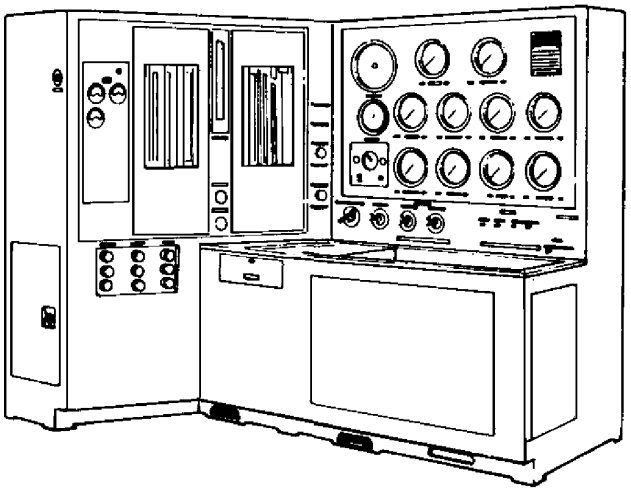

Figure 3. 6799206 or 6799866 Fuel Accessories Test Stand Assembly
a. Use 6799206 or 6799866 stand (figure 3) with MIL−C−7024, Type II calibrating fluid maintained at a temperature of 70 − 90°F (21 − 30°C). Measure pressure by suitable gages with an accuracy within 2% of observed reading. Measure flow by a suitable method which will provide an accuracy within 1% of maximum flow or within 2% of observed reading, whichever is less.